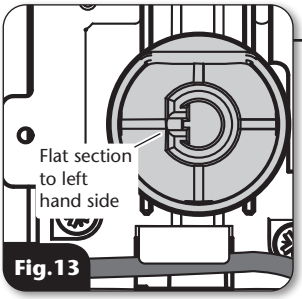

Fig.13
A.With the cover off the shower, turn the POWER selector spindle clockwise until the flat section is on the left hand side **(fig.13).**